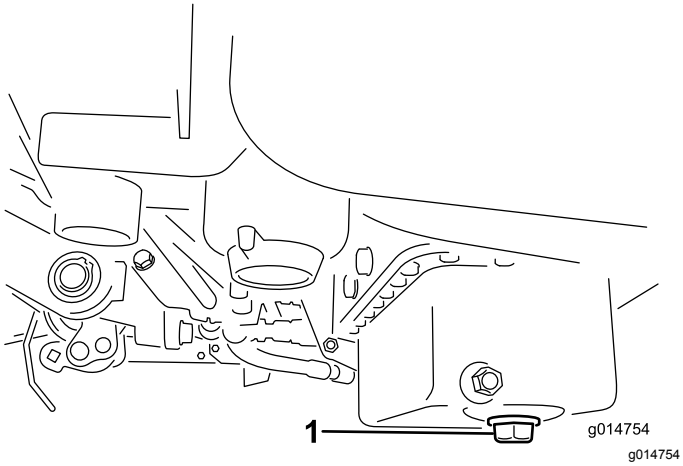

Figur 46
1. Fjern aftapningsproppen, og lad olien løbe ned i en bakke. Monter aftapningsproppen igen, når olien holder op med at løbe (Figur 46).